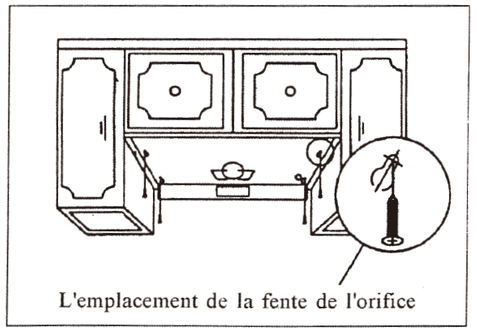

Fig. 9 Serrez les vis sur le fond du cabinet.
3. En dessous du cabinet, marquez la position centrale des extrémités les plus étroites des 4 trous au dessus de la hotte. Vissez les 4 long vis en bois de 5/8'' (3/16'' de diamètre) sur le cabinet sans les serrer. (Fig. 9)